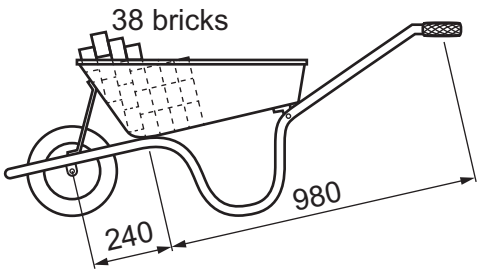

**Fig. 10.3**
**(v)** Fig. 10.3 shows wheelbarrow **A** loaded with 38 bricks, each brick weighing 2.1 kg. Calculate the effort required to lift the loaded wheelbarrow.